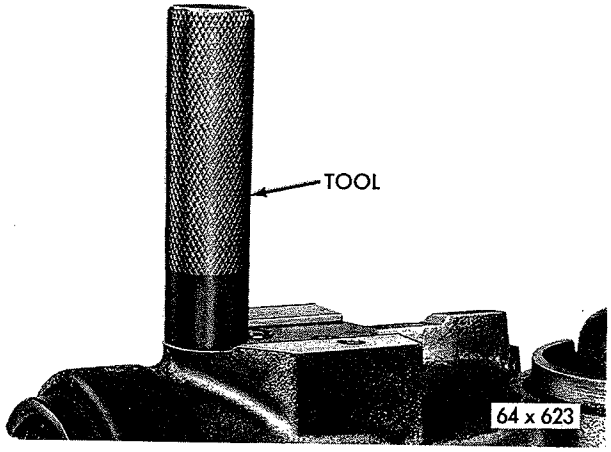
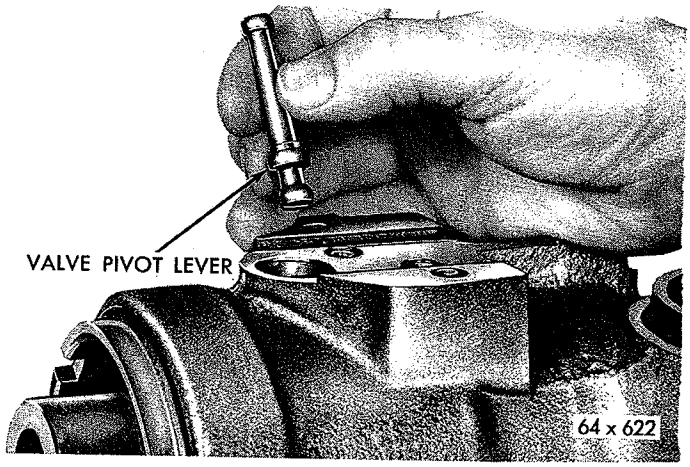

*Fig. 23—Aligning Center Bearing Spacer with Steering Valve*
*Fig. 24—Installing Valve Pivot Lever*
(53) Align valve lever hole in center bearing race and spacer exactly with the valve lever hole in the gear housing. Turn the housing head by tapping on a reinforcing rib with hammer and drift. Use Tool C-3649 to maintain alignment (Fig. 23).
(54) Install housing head tang washer to index with groove in housing. Install spanner nut and tighten to 110 to 200 foot-pounds with Tool C-3634.
(55) Set the power piston at the center of travel and install gear shaft and cover assembly so that sector teeth index with piston rack teeth. Make sure "O" ring is positioned in face of cover.
(56) Install cover spanner nut and tighten 110 to 200 foot-pounds with Tool C-3633.
(57) Install valve pivot lever (double bearing end first) (Fig. 24) into center race and spacer through hole in steering housing so that slots in valve lever are parallel to wormshaft in order to engage the anti-rotation pin in center race. Install valve pivot lever spring small end first.